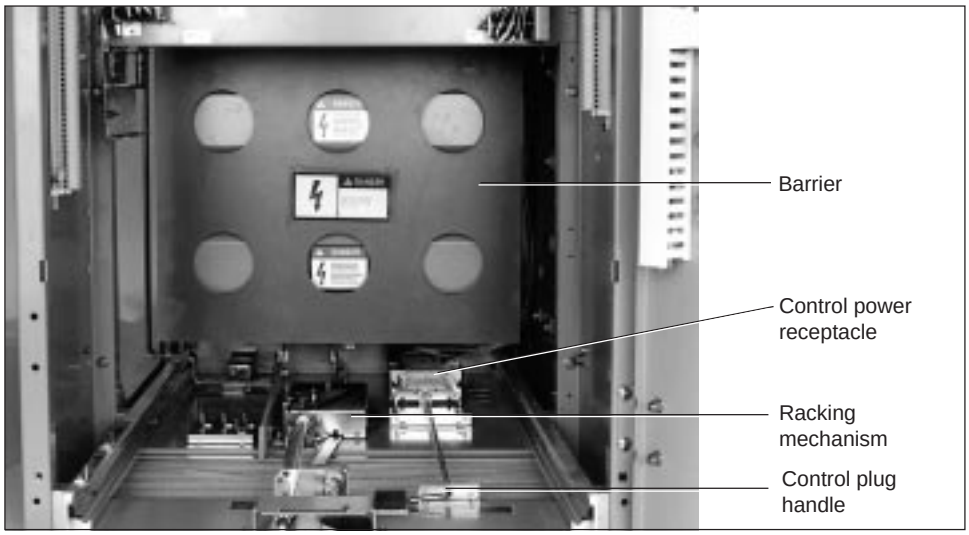

Figure 6: Circuit breaker cell without circuit breaker
Barrier—A barrier (figure 6) in front of the shutter and bell assembly and CTs is designed to stop incidental contact with live main contacts.
Control Power Receptacle—The circuit breaker control power receptacle (figure 5, item 2, page 10) is located on the lower right floor of the compartment. The molded insulating receptacle contains 24 contacts and two tapered guidepins. The control power can be connected in the test position by rotating the control plug handle and pulling it forward. Refer to figure 5, item 3, page 10 and figure 6.